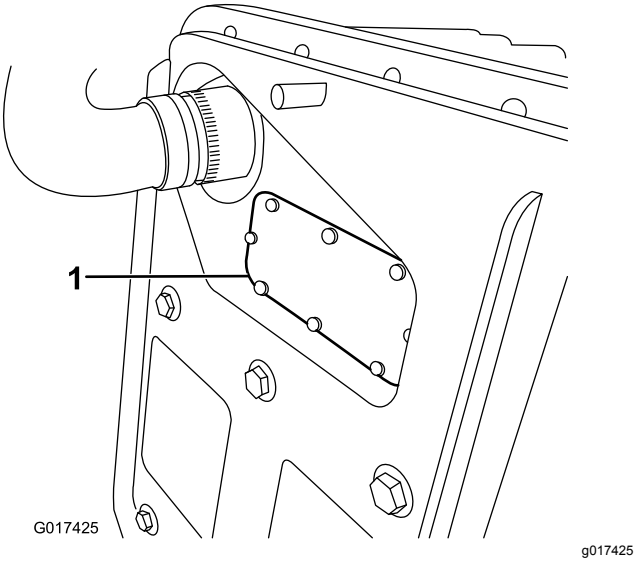

**Rysunek 43**
B. Zdejmij pokrywę bezpiecznika (Rysunek 43).